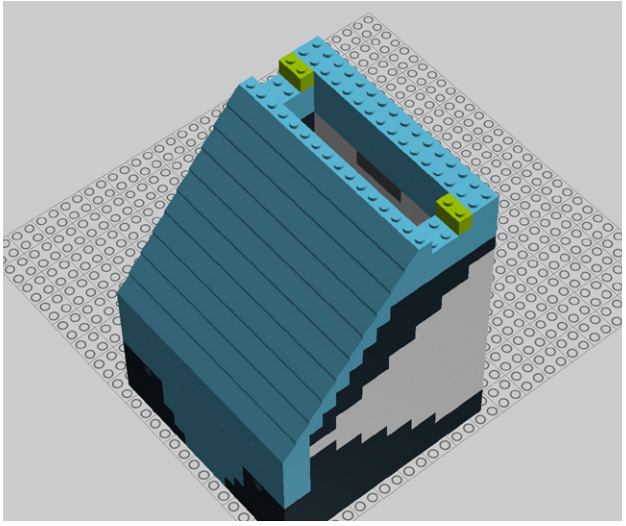

Figure 9-70. *Step 65: Adding two 2x1 translucent bricks*
65. Next, add two 2x1 translucent bricks (Figure 9-70).